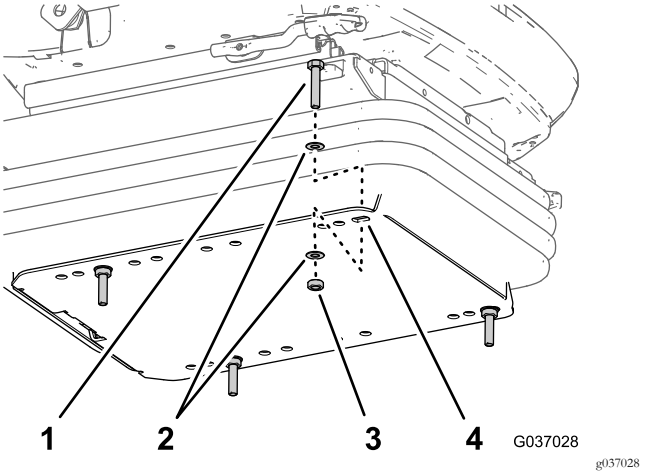

Figura 14
2. Monte quatro parafusos (8 x 40 mm), oito anilhas (8 x 17 mm) e quatro porcas planas (8 mm) nos orifícios na flange da placa inferior (Figura 14) que identificou no passo 1.